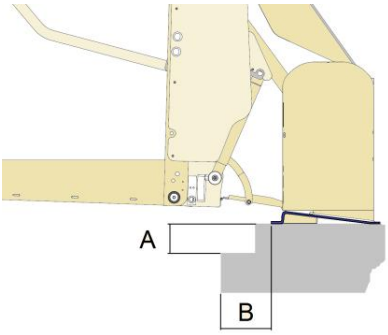

Fig. 2
- Sul veicolo rilevare la misura (**A**) dal piano di carico all'altezza del paraurti (**Fig.2**) e, confrontandola coi valori riportati nella tabella sottostante, ricavare la misura (**B**) della distanza del filo esterno della base del sollevatore dal filo esterno del paraurti; i valori di **B** riportati in tabella sono validi per tutte le versioni del sollevatore tranne che per le dimensioni 76120 e 70115 per cui sono invece validi i valori di **B*** riportati in tabella; trascrivere i valori ottenuti di **A**, **B**, **B*** nella *Sezione A* del registro verifica della prima messa in servizio nel manuale di uso e manutenzione.
- From the vehicle obtain measurement (**A**) from the loading base to the height of the bumpers (**Fig.2**) and compare it to the values as detailed in the table below, obtain measurement (**B**) from the distance of the external edge of the lift base to the external edge of the bumpers; the values of **B** as detailed in the table are valid for all models of lift apart from 76120 and 70115 dimensions.
L'alimentazione del sollevatore è data girando in senso orario la chiave staccabatteria, posizionata sul box centralina idraulica (Fig.2).